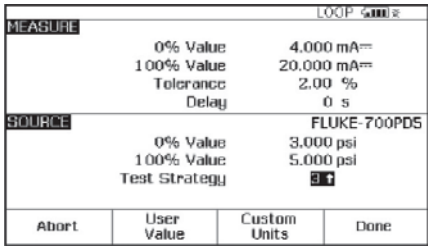

图 24.
8. 此时，按“As Found”，选择“Instrument”(仪表)，然后按“ENTER”(确定)，然后按图 24 所示填写模板。